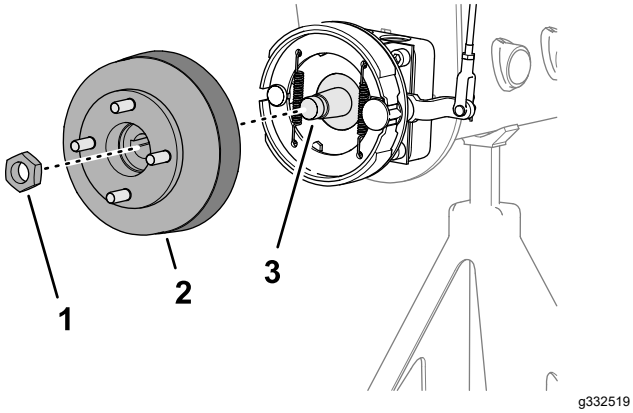
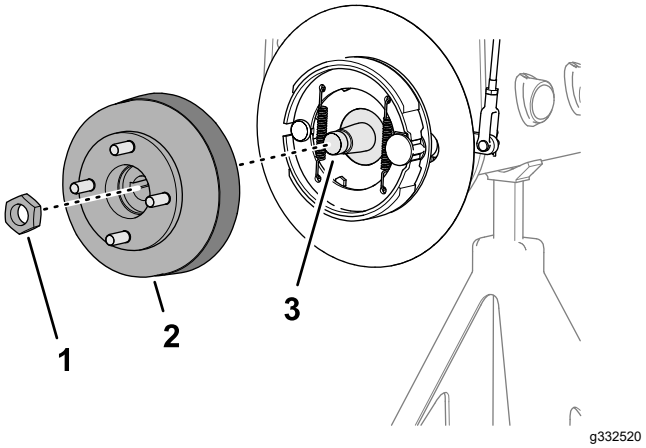

Figur 63
Figur 64
1. Fjern låsemutteren som fester navet til hjulmotorakselen (Figur 63 eller Figur 64).
4. Bruk den spesifiserte hjulnavtrekkeren for å fjerne hjulnavet og bremsetrommelen fra hjulmotorakselen (Figur 63 eller Figur 64).